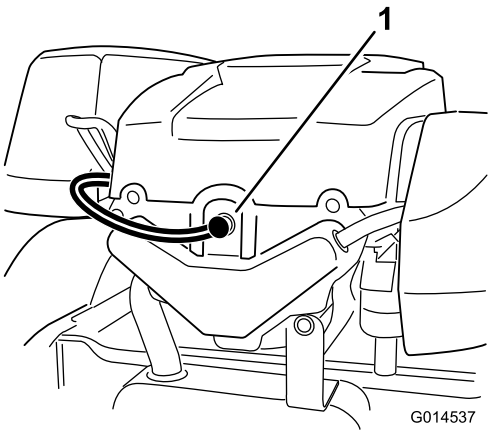

Figur 40
2. Drag av kabeln från tändstiftet (Figur 40).